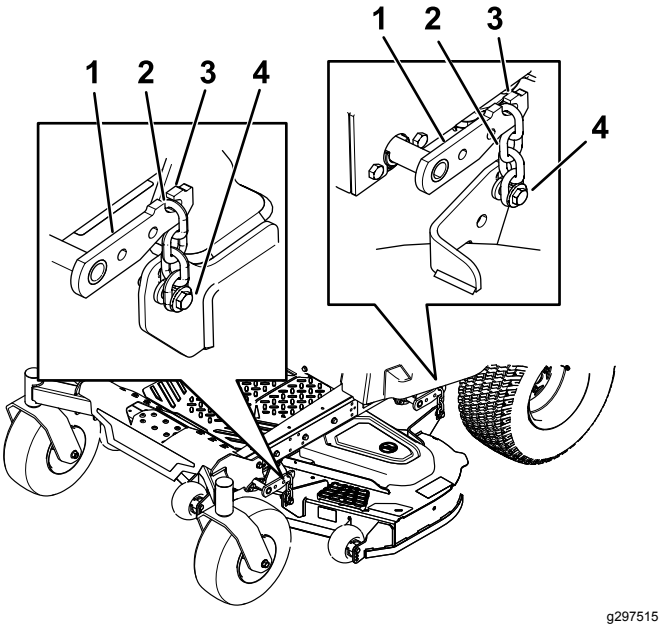

Figure 65
7. Détachez les chaînes des crochets sur les bras de levage du tablier (Figure 65).
6. Soulevez l'arrière du tablier de coupe et accrochez les chaînes aux bras de levage arrière (Figure 65).
7. Accrochez les chaînes avant aux bras de levage avant (Figure 65).